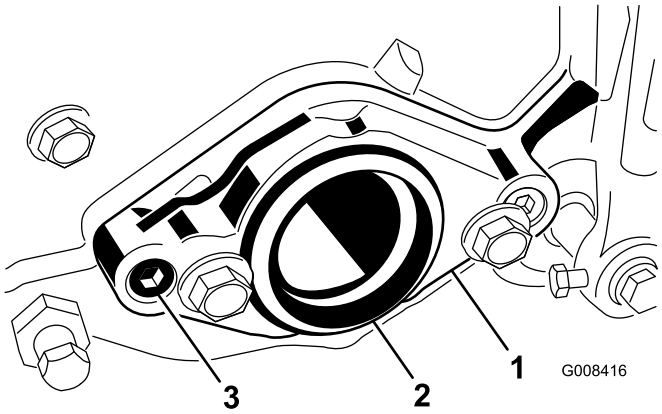

Figuur 3
6. Verwijder de 2 inbusschroeven waarmee de motorophangplaat aan het rechter uiteinde van het maaidek is bevestigd en verwijder de motorophangplaat (Figuur 3).